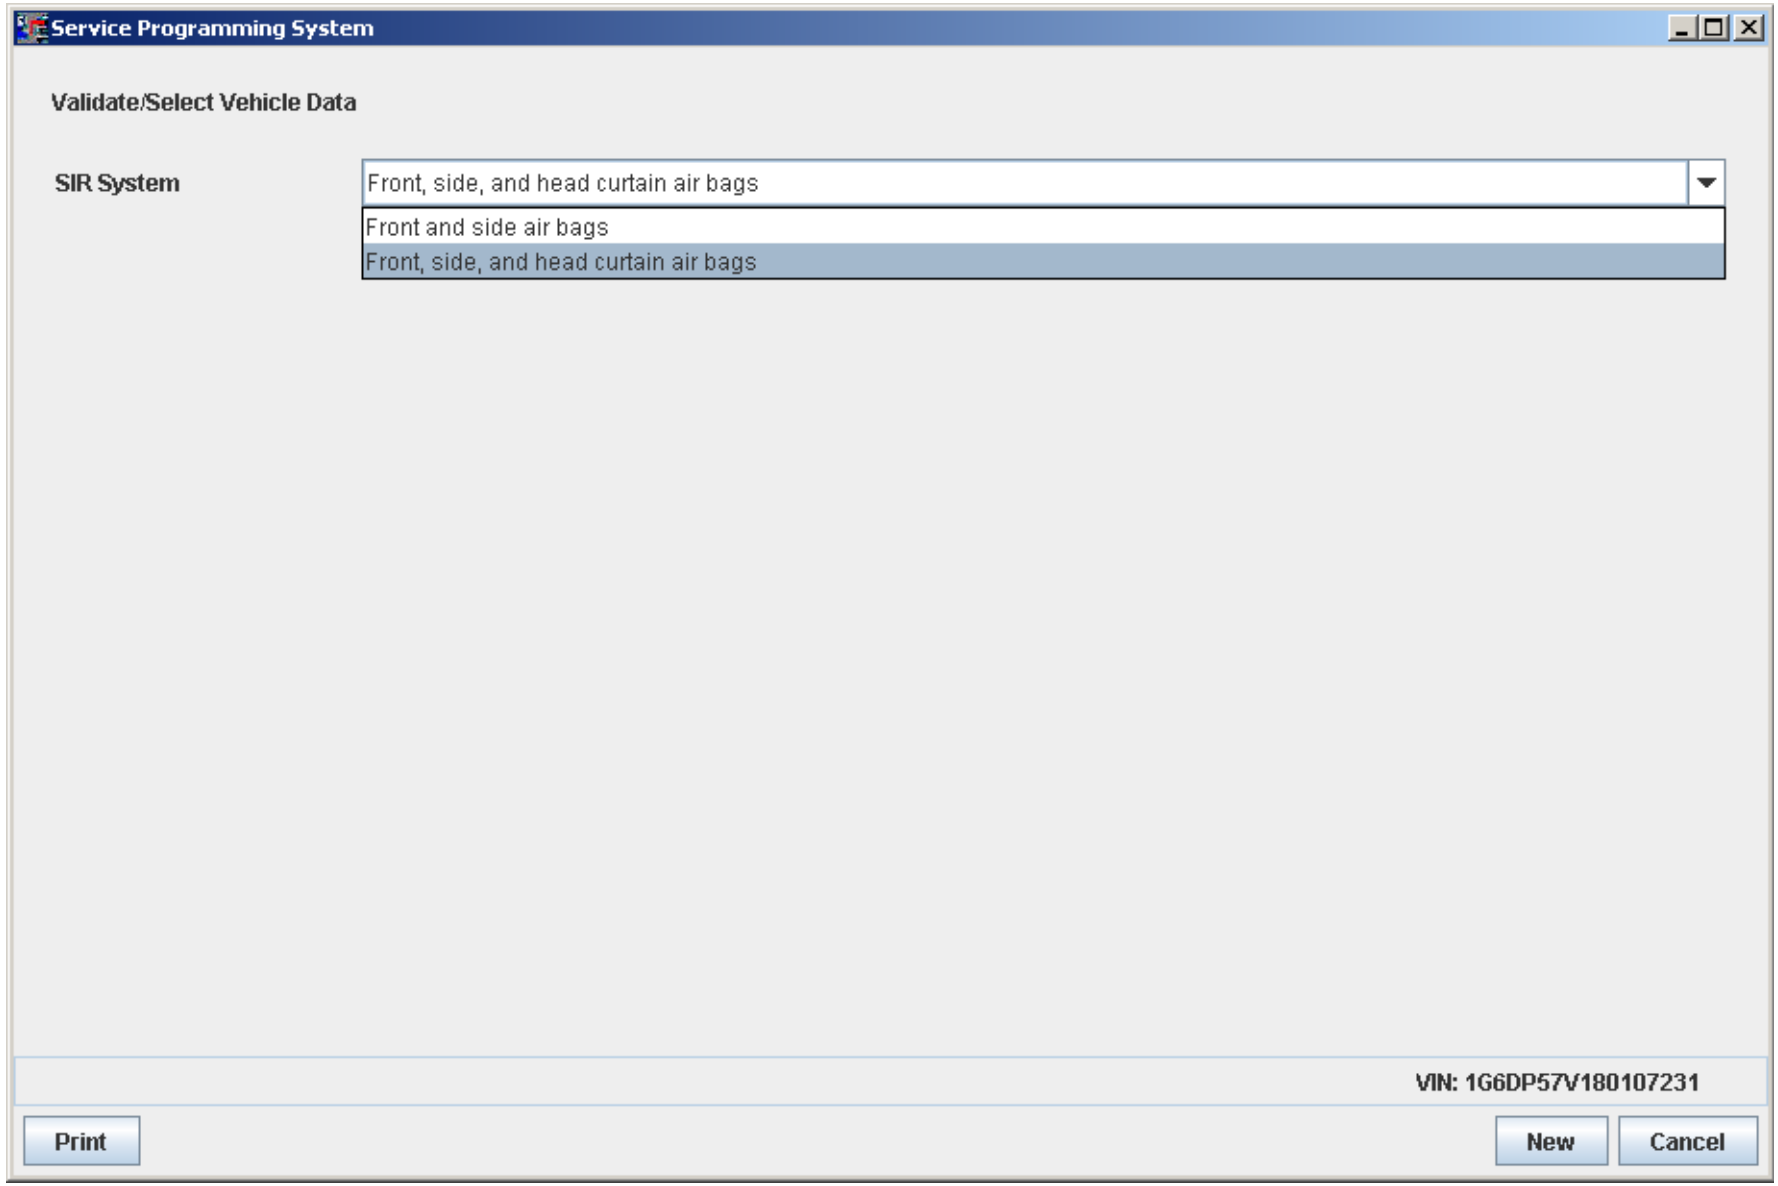

FIGURE IV-17.
- Select the appropriate calibration(s) (Figure IV-17).